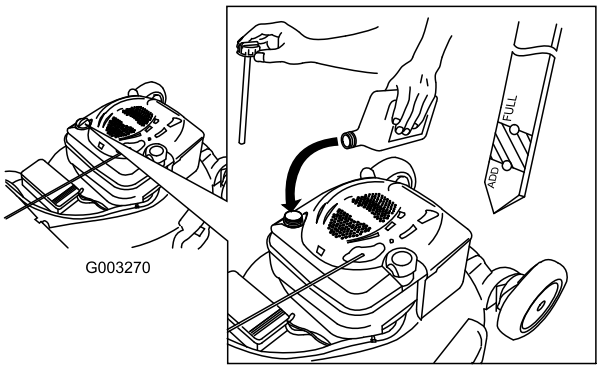

Figur 39
4. Fyll **långsamt** på olja i påfyllningsröret tills nivån når markeringen Full på oljestickan (Figur 39). **Fyll inte på för mycket.** (Maximal påfyllning: 0,59 l, typ: SAE 30 renad olja med API-klassificering SF, SG, SH, SJ, SL eller högre.)